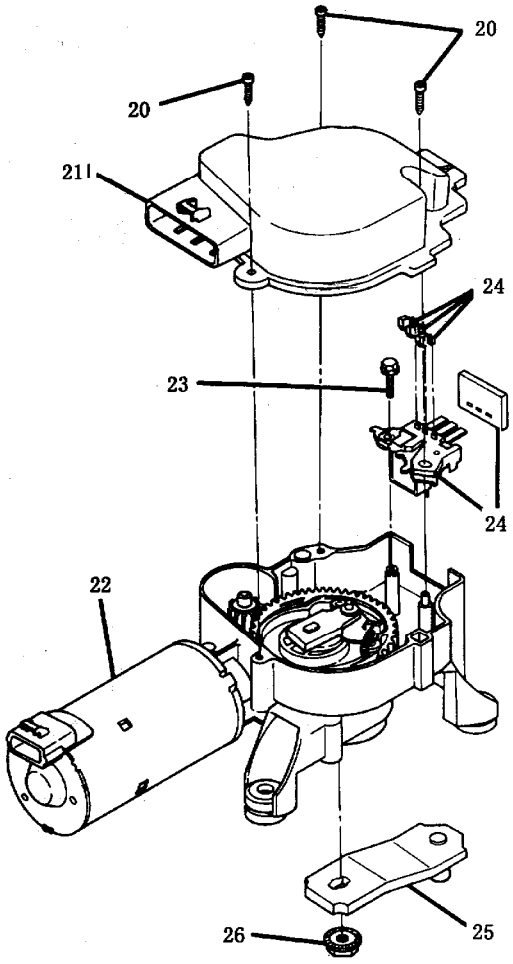

图7－64 刮水器电动机总成的组成
②安装3个螺丝（20）。其拧紧力矩为2 N·m.
③安装刮水器电动机总成。见“刮水器电动机总成的更换”。
2. 回位开关的更换（见图7－64）